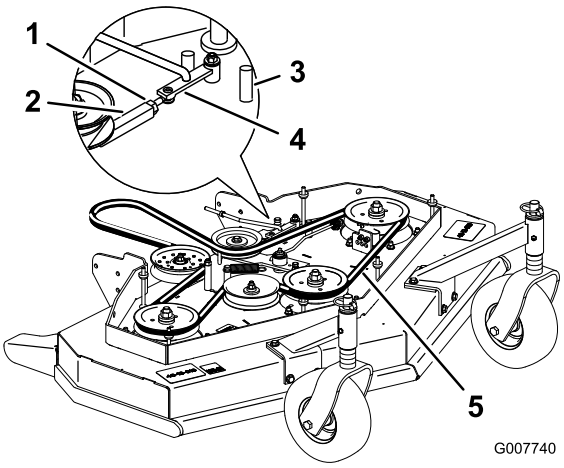

Figur 44
3. Lossa kontramuttern på spännmuttern (Figur 44).
4. Vrid spännmuttern mot gräsklipparens bakände för att öka remspänningen. Vrid spännmuttern mot gräsklipparens framände för att minska remspänningen (Figur 44).